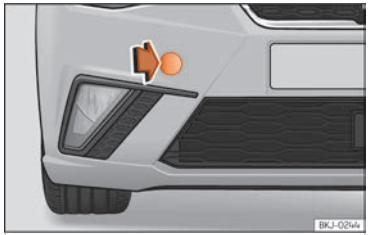

Fig. 157 A la part dreta del para-xocs davanter: retirar la tapa.
L'allotjament de l'argolla de remolc enroscable es troba al costat dret del para-xocs davanter darrere d'una tapa ››› fig. 157.
- Traieu la tapa fent-hi pressió a la zona inferior i deixeu-la penjant del vehicle ››› fig. 157.